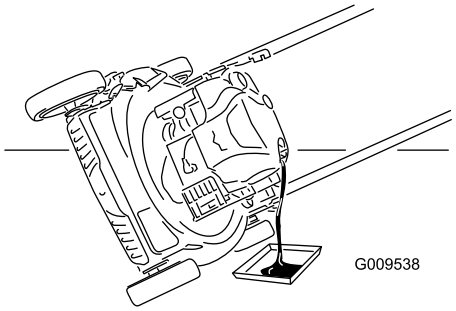

Figura 27
7. Inclinate la macchina sul fianco, con il tubo di riempimento dell'olio in basso, per vuotare l'olio usato attraverso il tubo di riempimento in una bacinella di spurgo (Figura 27).